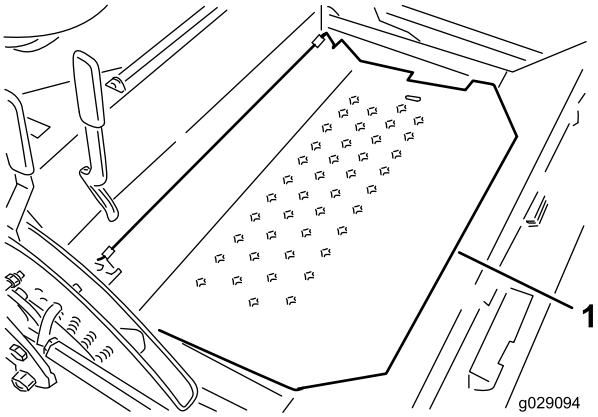

Figur 86
42. Drej gulvpladen for at åbne (Figur 86).